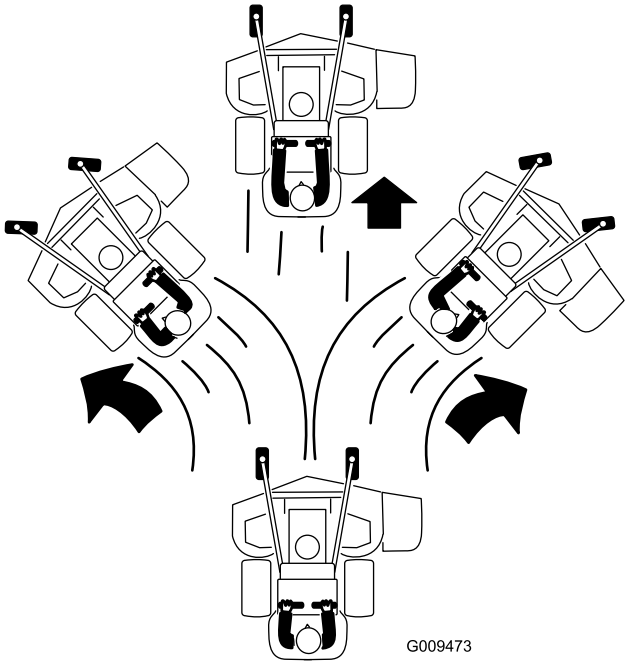

Bild 23
4. Schieben Sie die Fahrantriebshebel langsam nach vorne (Bild 23).